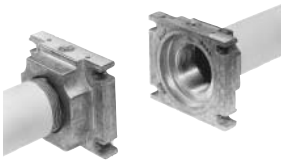

Fig. 5
3. Montare il MultiBloc fra le flange filettate (Fig. 5)